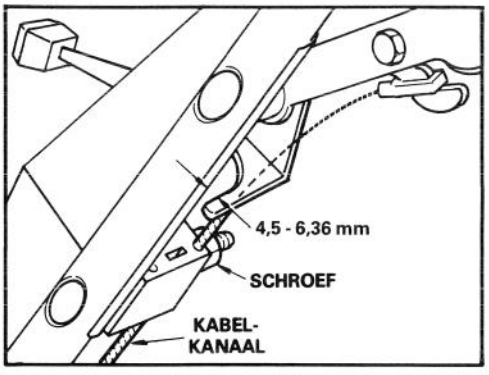

Afbeelding 19
2. CONTROLEER BIJSTELLING (Afb. 19) — Haal de bedieningsstang naar de handle totdat de speling in de draad is verwijderd. De ruimte tussen de remhefboom en handle moet 4,5 mm tot 6,36 mm bedragen. Zie stap 3 voor bijstelling.
3. BIJSTELLEN VAN KABELKANALL–Draai de schroef op de kabelhouder los (Afb. 19). Laat een ruimte van 4,5 tot 6,36 mm tussen de remhefbom en handle. Trek kabelkanaal naar beneden totdat de speling is verwijderd. Draai vervolgens de schroef weer aan.